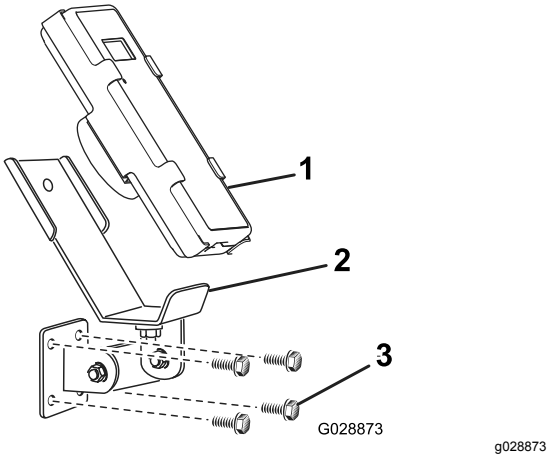
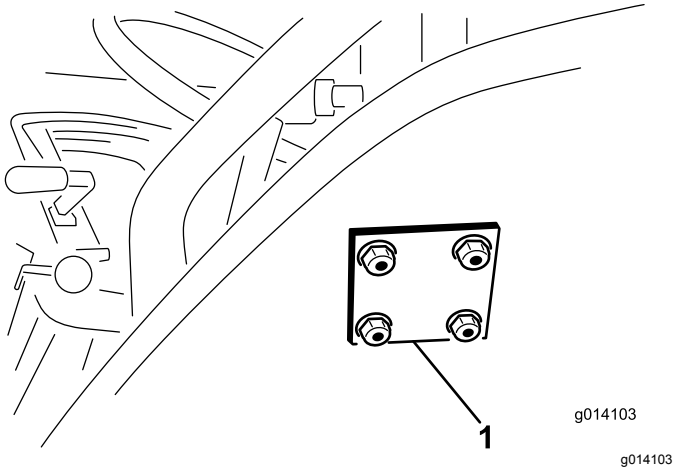

**Rysunek 10**
**Rysunek 11**
3. Przymocuj uchwyt montażowy i płytę wsporczą za pomocą 4 śrub kołnierzowych (5/16 x 1½ cala) i nakrętek zabezpieczających kołnierzowych (Rysunek 10 i Rysunek 11).